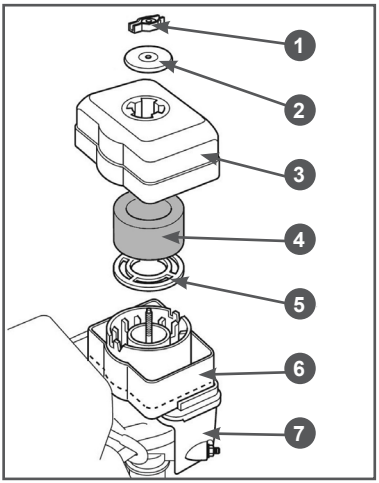
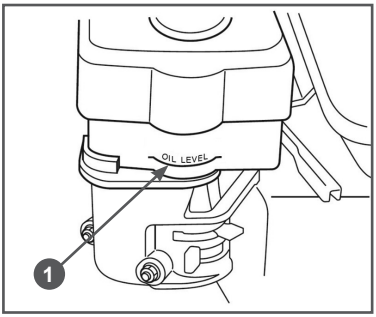

Рис. 31 Обслуживание воздушного фильтра
Рис. 32 Уровень масла в масляной ванне воздушного фильтра
1. Открутите гайку 1, снимите шайбу 2 и крышку 3 воздушного фильтра (Рис. 31).
2. Извлеките из крышки 3 воздушного фильтра поролоновый фильтрующий элемент 4 (Рис. 31).
5. Снимите с опоры 7 воздушного фильтра масляную ванну 6 и слейте из нее отработанное масло (Рис. 31).
6. Произведите очистку масляной ванны 6 и крышки 3 воздушного фильтра (Рис. 31).
7. Установите масляную ванну 6 в опору 7 воздушного фильтра (Рис. 31) и залейте в нее моторное масло до отметки 1 «OIL LEVEL» на корпусе масляной ванны (Рис. 32).
8. Смочите поролоновый фильтрующий элемент 4 (Рис. 31) специальным или чистым моторным маслом, после чего излишки масла отожмите.